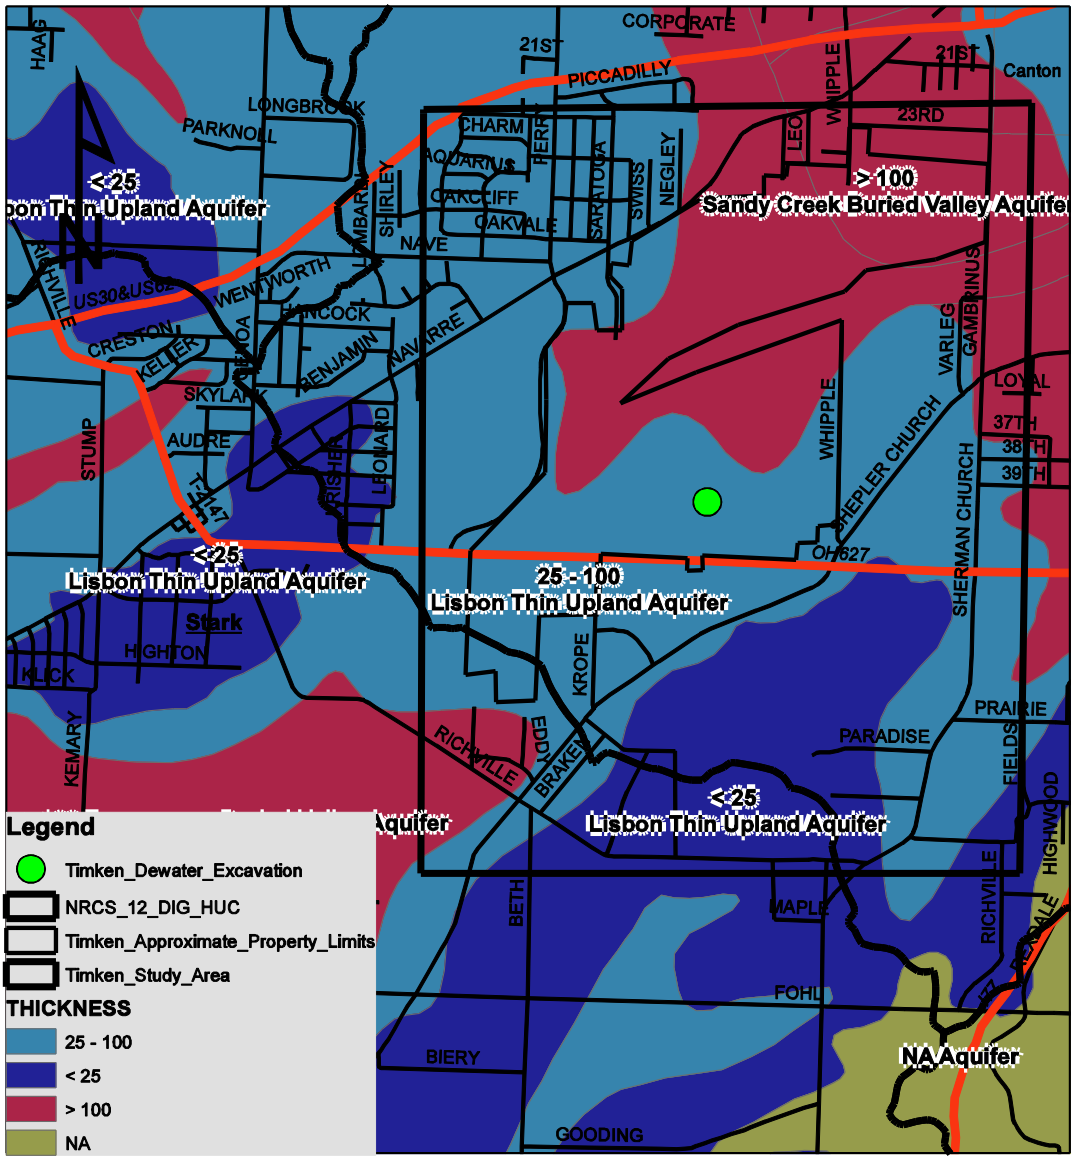

Figure 5. Glacial Aquifer Thickness in the Study Area
Under the TFSP the bedrock is overlain by a variable thickness of unconsolidated glacial sediments that consist of silt and clay beds interbedded with sand and gravel outwash channels (White, GW, 1982). Figure 5 shows the aquifer names and the thickness of the glacial sediments over the bedrock. In the Timken dewatering area two (2) aquifers have been named: